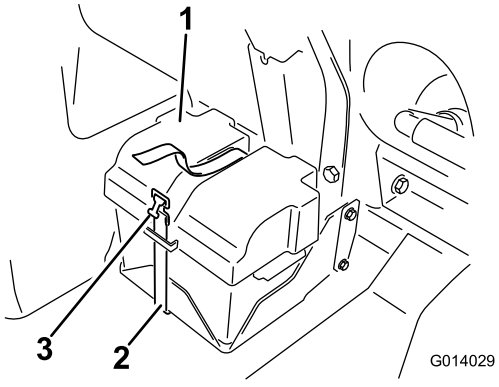
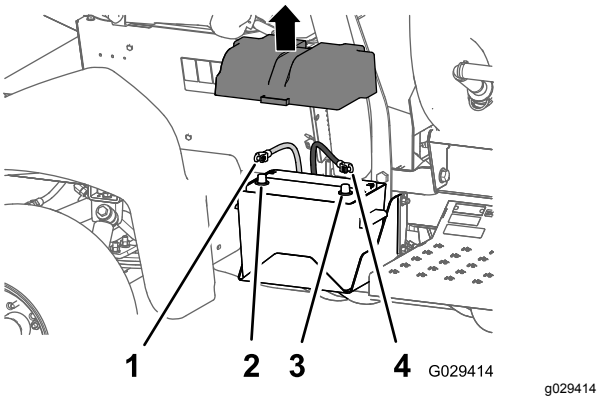

Figuur 1
Figuur 2
1. Verwijder het accudeksel en maak de negatieve (zwarte) aardingskabel los van de accupool (Figuur 1 en Figuur 2).
2. Maak de pluskabel (rood) los van de accupool (Figuur 2).